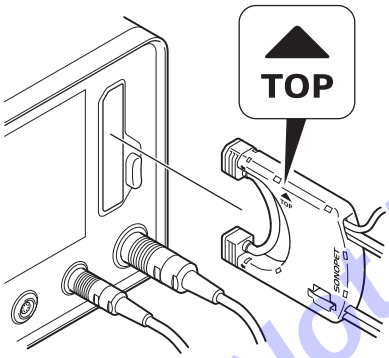

Figure 90 – Irrigation Suction Cassette Installation
4. Using the TOP and ARROW symbols on the cassette, insert the cassette into the console until an audible click is heard (Figure 90).